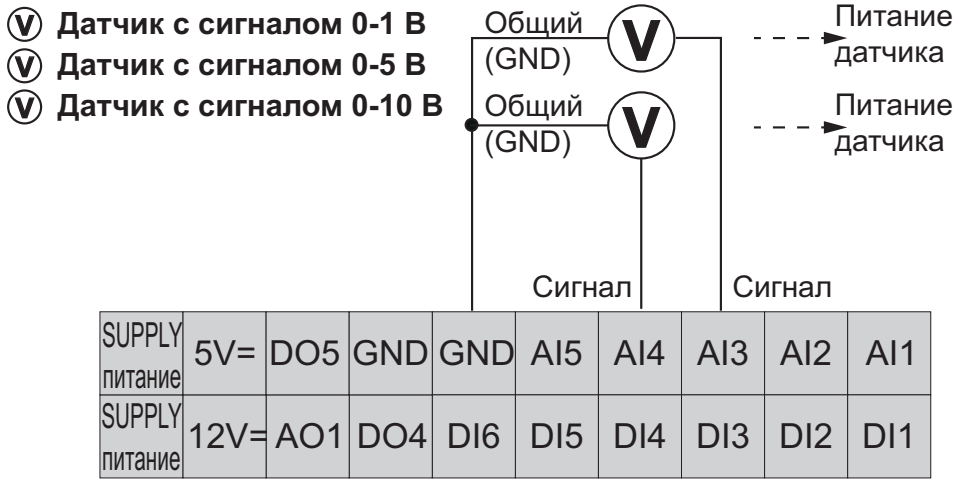

**Рис. 18.** Подключение датчиков с сигналом напряжения
**ПОМНИТЕ: На** **Рис. 18 на странице 28**, Питание датчика от **EWCM 400D PRO A-STD** (5 В= или 12 В=). Дополнительную информацию смотрите в документации на датчики.